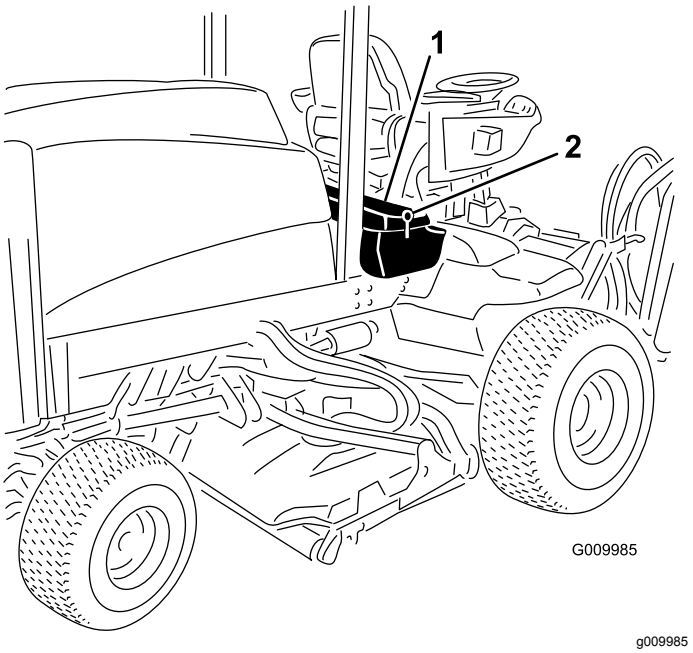

Figuur 92
1. Ontgrendel het bedieningspaneel en breng dit omhoog (Figuur 92).